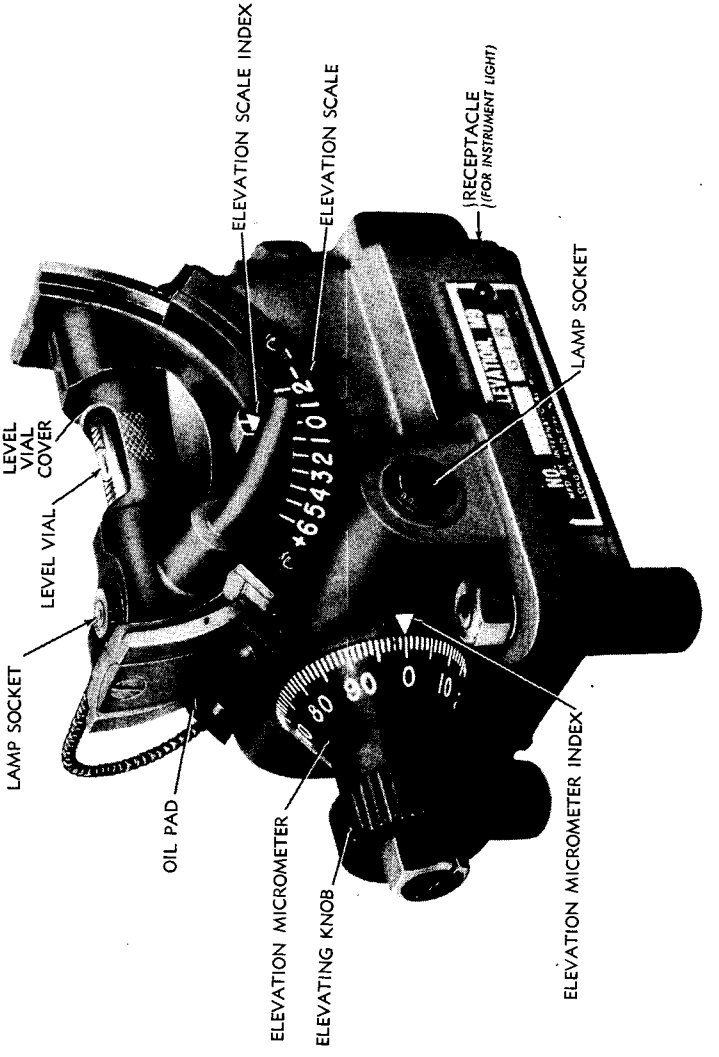

Figure 68 — Elevation Quadrant M9 — Right Side
(1) The Elevation Quadrant M9 (fig. 68) is used for setting off the required vertical angle to which the 90-mm gun must be elevated or depressed for indirect fire. The angle is registered on two identical scales, one on either side of the instrument, and a micrometer with two indexes, one on either side of the micrometer (50 mils apart). With this arrangement of scales and indexes, the zero of the micrometer can be adjusted for use with either index, depending upon which side of the gun the quadrant is mounted on. The scales are graduated in 100-mil intervals from minus 200 to plus 600 mils, and are numbered from zero to minus 2 and zero to plus 6. The micrometer is graduated in 1-mil intervals from zero to 100 mils, and is numbered every 10 mils from zero to 90. One complete revolution of the elevating knob represents 100 mils and moves the scale indexes one complete division on the scales.
(2) Provision is made for illuminating the two scales, the micrometer indexes, and the level vial.